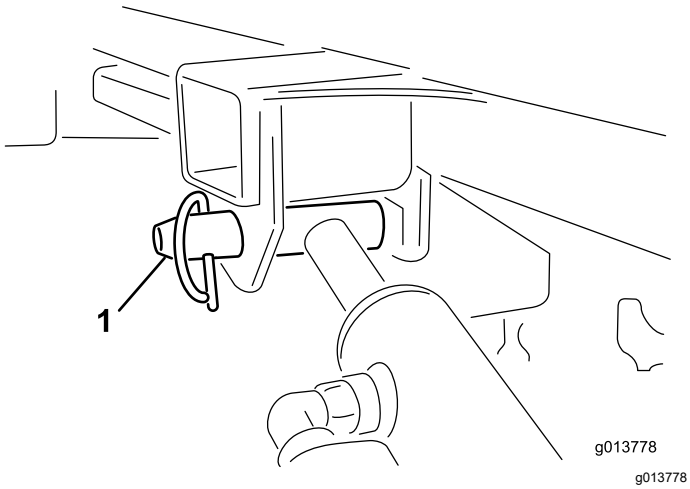

Figur 53
11. Håll lyftcylindern med ena handen. Ta bort lyftcylinderns låspinne med den andra handen (Figur 53).